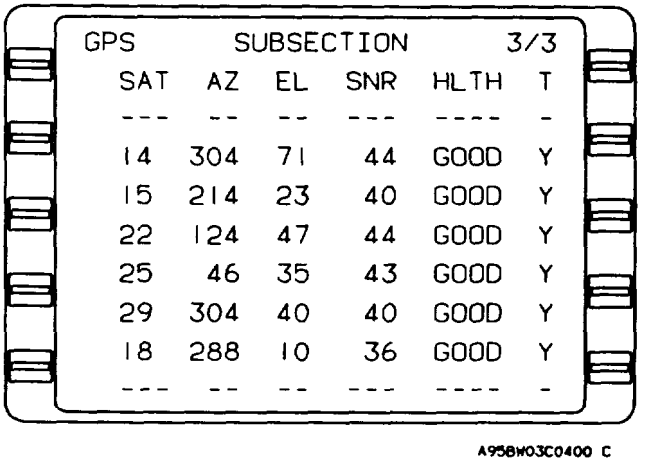

Figure 3-36. GPS Subsection 3/3 Page
(1) VNAV 1/3 (path) page (fig. 3-36).